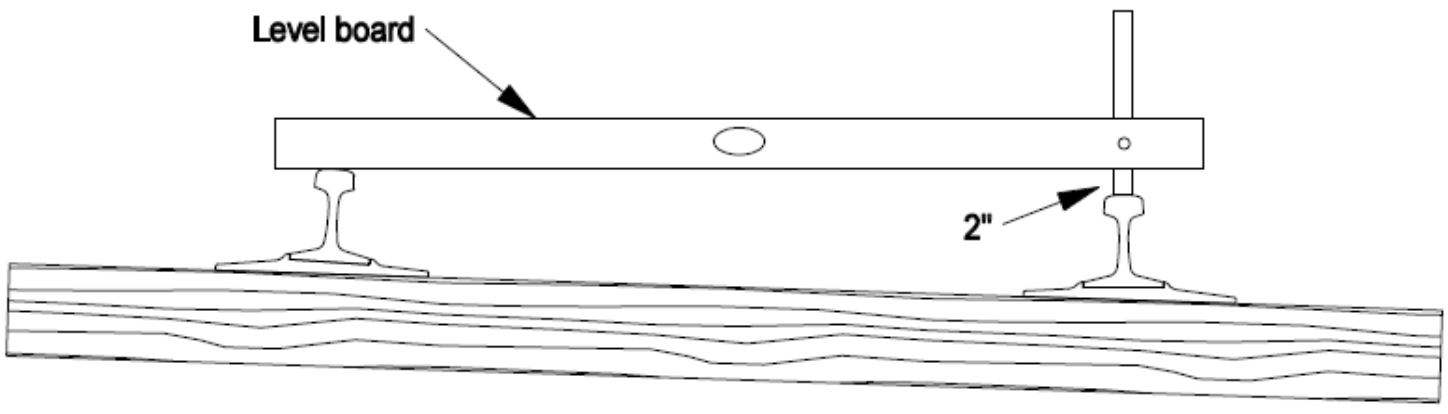

Figure 2-Q
3. Measure crosslevel across the top of the two running rails of the track at right angles to the track alignment as shown in Figure 2-Q.